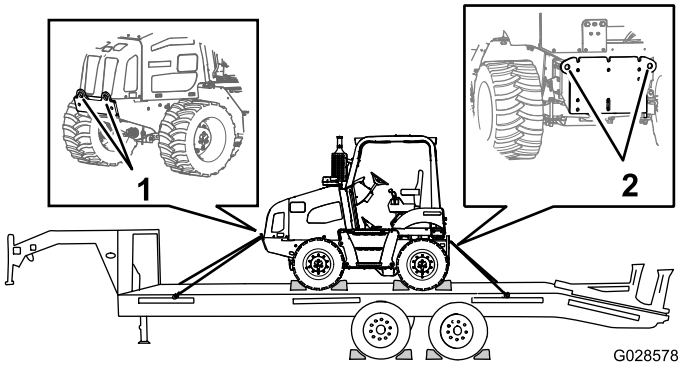

Bild 53
9. Befestigen Sie die Maschine vorne und hinten mit Ketten und einem Seil am Anhänger (Bild 53).